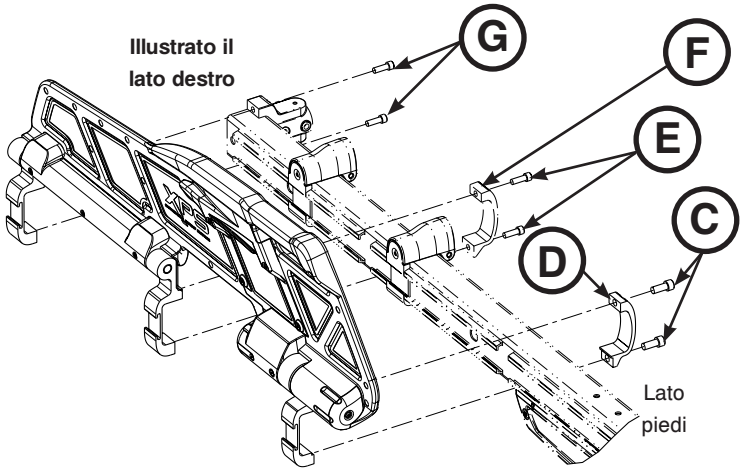

Figura 82
5. Usando una chiave esagonale da 1/4, rimuovere le viti a brugola (C) che fissano il morsetto della sponda laterale (D) al gruppo a cricchetto al lato piedi del gruppo principale (Figura 82). Durante l'installazione, serrare entrambe le nuove viti a 29,82 ± 4,4 N•m (22 ± 3,3 ft-lb).
6. Con una chiave esagonale da 3/16" rimuovere e due viti a testa svasata con cava esagonale (E) che fissano il morsetto centrale della sponda laterale (F) al gruppo sponda laterale esterna (Figura 82).
7. Con una chiave esagonale da 3/16" rimuovere e due viti a testa svasata con cava esagonale (G) che fissano la staffa superiore e inferiore dell'interfaccia della base/piano rete al gruppo sponda esterna (Figura 82).